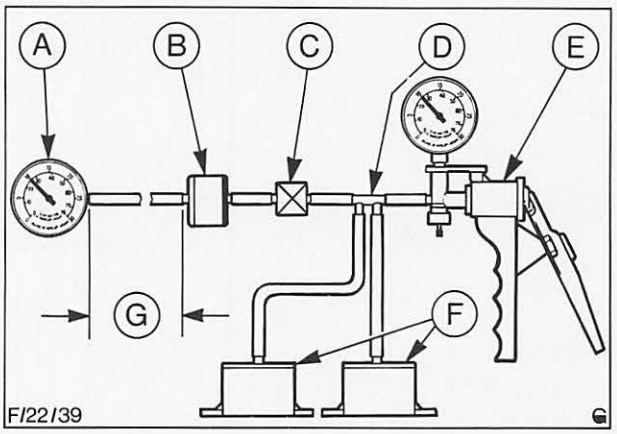

Abb. 78 Prüfkreis – Verzögerungsventil
1. Ventil an den in Abb. 78 gezeigten Prüfkreis anschließen. Die schwarze Seite muß an die Vakuumquelle und die farbige Seite an den Unterdruckmesser angeschlossen werden.